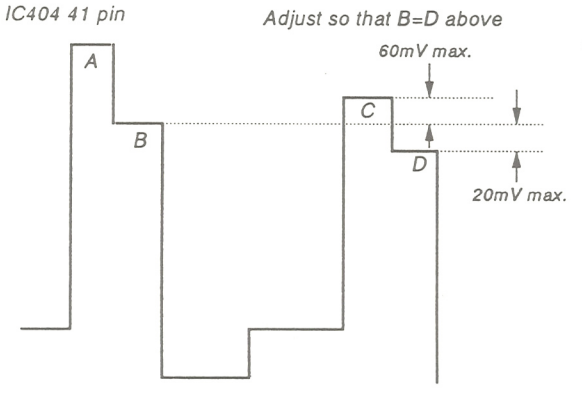

Fig. 18
4) Adjust R-Y LEVEL PAL so that the tops of the waveform line up as in the diagram below. (Fig. 18)